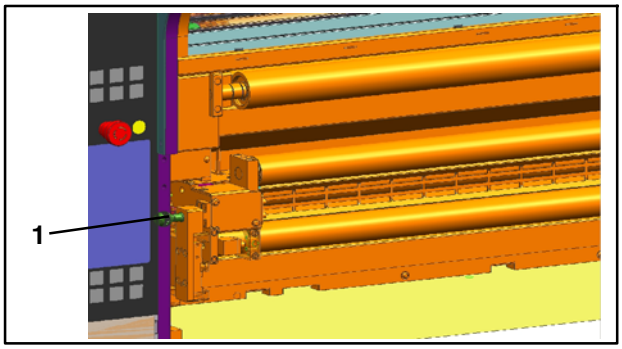
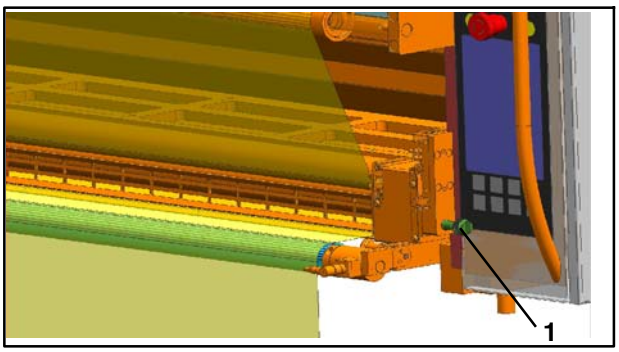
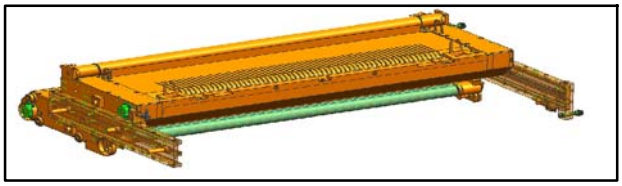

Fig. 79 Goujon d'arrêt côté dérouleur
Fig. 80 Goujon d'arrêt côté enrouleur
Fig. 81 Cassettes en position de repos, vue du côté enrouleur
7. Tirer les goujons d'arrêt mécaniques (Fig. 79/1 et Fig. 80/1) et décaler les cassettes en position de repos (Fig. 81)